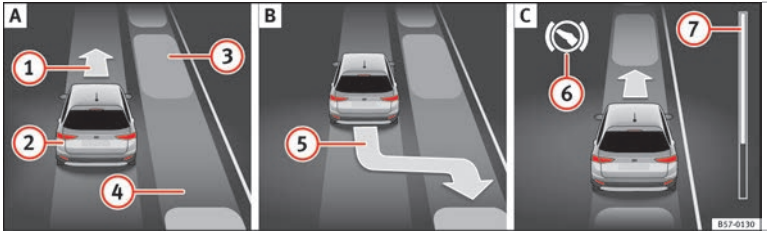
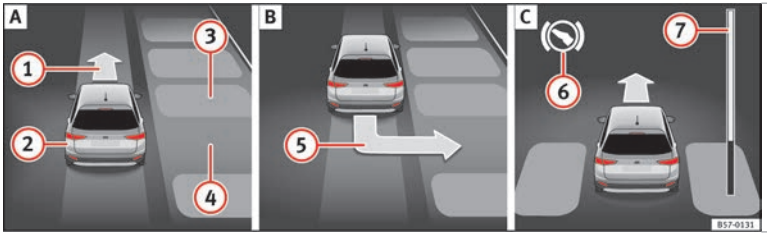

Rys. 212 Na wyświetlaczu tablicy rozdzielczej: parkowanie równoległe. A Znalezienie miejsca parkingowego. B Położenie parkowania. C Wykonywanie manewrów.
Rys. 213 Na wyświetlaczu tablicy rozdzielczej: parkowanie prostopadłe. A Znalezienie miejsca parkingowego. B Położenie parkowania. C Wykonywanie manewrów.
Legenda do **rys. 212** i **rys. 213**:
››› **rys. 212** 7 i ››› **rys. 213** 7 na ekranie na desce rozdzielczej pokazuje względną odległość do przejechania. Im większa odległość, tym pełniejszy będzie pasek postępu. Przy jeździe do przodu stan paska postępu zmniejsza się, zaś przy cofaniu - zwiększa się.
2.	Na tablicy rozdzielczej sprawdzić, czy system znalazł „odpowiednie" miejsce parkingowe i czy samochód jest w prawidłowym miejscu do parkowania ››› **rys. 212** B lub ››› **rys. 213** B.
LUB: cofać do momentu wyświetlenia na tablicy rozdzielczej komunikatu wzywającego do jazdy do przodu ››› **rys. 212** C lub ››› **rys. 213** C.
Asystent Parkowania manewruje samochodem w tył i w przód do momentu centralnego ustawienia go na miejscu parkingowym ››› **rys. 212** C lub ››› **rys. 213** C.